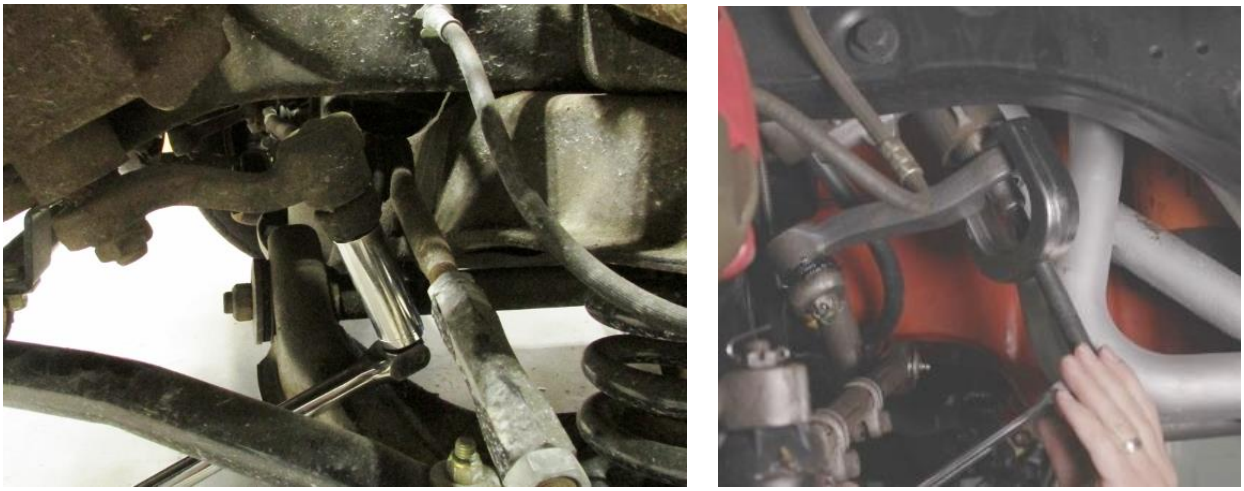

Figure 1 – Remove Pitman Arm
2. Remove the pitman arm from both the drag link and the steering gear. A pitman arm removal tool should be used to remove the pitman arm from the steering gear (Figure 1). If the car has original power steering, inspect the arm for wear and save later for reinstallation. If the car has manual steering, you will need a replacement power steering pitman arm.